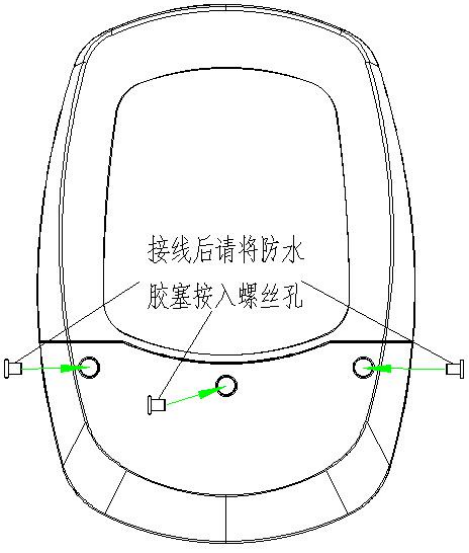

图 10
10、设备接线完毕后将拆下盖板恢复，还需将防水胶塞塞入螺丝孔，如图 10。